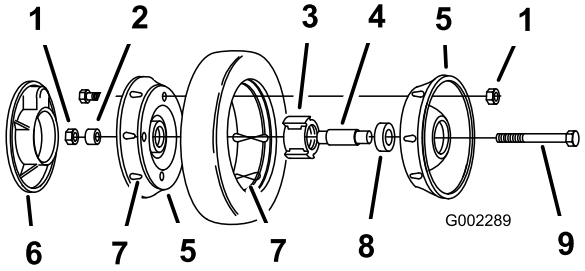

Figure 29
3. Remove the bolt, the wheel spacer, and the locknut mounting the wheel to the pivot arm (Figure 29).
4. Separate the wheel halves from the tire by removing 4 bolts and 4 locknuts (Figure 29).
Note: If you remove the bearings from the bearing/hub assembly, remove them by pressing on the bearing spacer (Figure 29).
1. Position the tire onto one wheel half, aligning the lugs on each (Figure 29).
2. Place the bearing/hub assembly into the center hole of the wheel half. Ensure that the legs of the hub are positioned over the flange of the hole (Figure 29).
3. Place the other wheel half onto the bearing/hub assembly, aligning the wheel and the tire lugs and the mounting holes (Figure 29).
4. Using 2 fully threaded screws or bolts (1/4-20 x 1.50 inch) and non-locking nuts, loosely secure the wheel halves together. Mount the screws or bolts in the opposing holes (Figure 29).
5. Check the alignment of all parts and tighten the bolts, alternating from side to side for a uniform fit, until the wheel halves are drawn together (Figure 29).
6. Install the 2 bolts and 2 locknuts previously removed in the remaining holes in the wheel halves and tighten. Remove the 2 long screws or bolts and replace them with 2 bolts and 2 locknuts (Figure 29).
7. Install the wheel to the pivot arm with the bolts, a spacer, and a locknut. Ensure that the spacer is positioned between the wheel hub and the pivot arm (Figure 29).